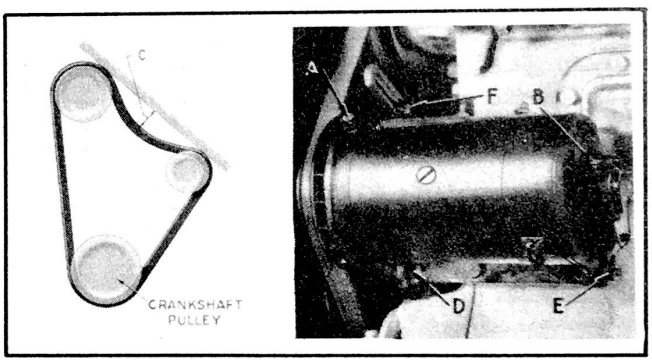

Figure 98 - Adjusting Fan Belt
Install fan belt and adjust the tension to 3/4" measured at C. (See Fig. 98).
Loosen the two generator bracket bolt nuts D and E (Fig. 98) adjusting the arm nut F and bolt holding adjusting arm to cylinder block.
Pull generator away from the engine until the slack in the fan belt is such that the section between the water pump pulley and the generator pulley can be pushed down 3/4" below a straight edge laid across these pulleys as shown at (C), Figure 98.